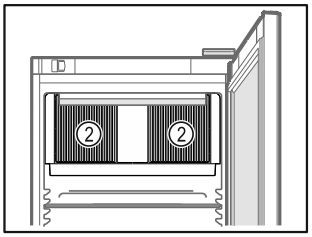

Fig. 74
- ❑ Păstrați libere fantele de ventilație *Fig. 74 (2)* ale suflantei de recirculare a aerului din interior.